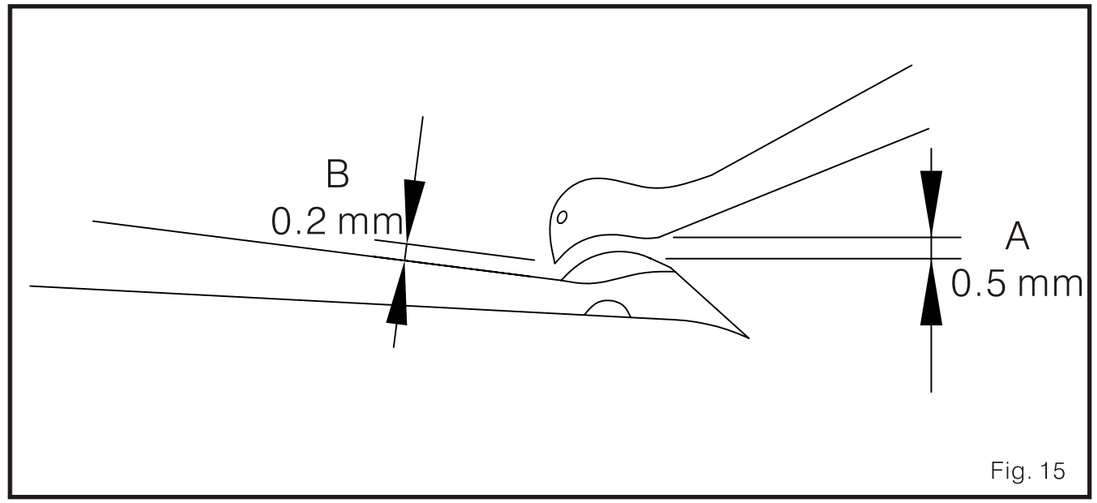

Fig. 15
3. La relación entre el bucleador superior e inferior (Fig. 15)